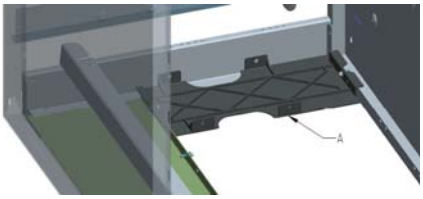

Figure 4.7.14
- Démonter les trois premières tôles de fond de sorte qu'uniquement la dernière tôle reste montée (Figure 4.7.14 A).